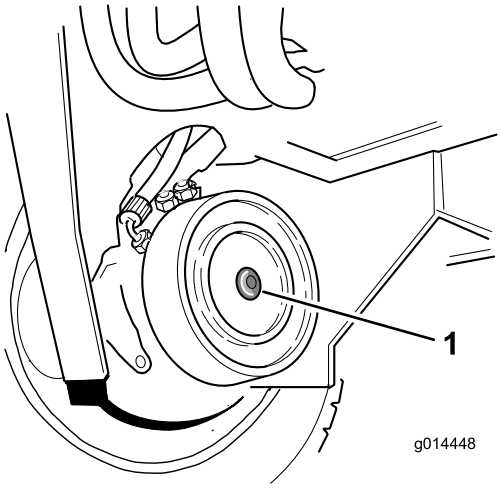

Figur 41
2. Lokalisera den högra framhjulmotorns skivbromsenhet och ta bort sexkantspluggen (Figur 41).